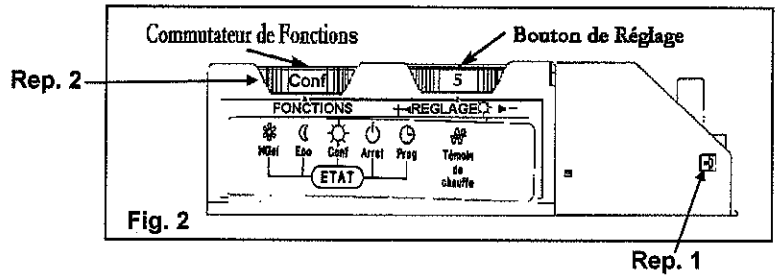

Fig. 2
- Cette cassette ne peut s'installer que sur les appareils de la gamme *Evolution*. Pour cela, prendre une pointe et pousser sur le clip (Fig. 2 Rep. 1), tout en soulevant le capot. Insérer la cassette dans le logement.
- Basculer le commutateur de fonctions (Fig. 2 Rep ; 2) sur « PROG » pour pouvoir utiliser la cassette *MEMOPROG* Récepteur.
- Confort permanent : sélecteur de fonctions (Fig.2 rep. 2) sur « CONF »
- Eco permanent : sélecteur de fonctions (Fig.2 rep. 2) sur « ECO »
- Hors Gel permanent : sélecteur de fonctions (Fig.2 rep. 2) sur « HORS GEL »
- Arrêt de l'appareil : sélecteur de fonctions (Fig.2 rep. 2) sur « ARRET »
Ces modes de fonctionnement en dérogation n'influencent pas la cassette. Pour cesser la dérogation, mettre le sélecteur de fonctions (Fig.2 rep. 2) sur « PROG ».